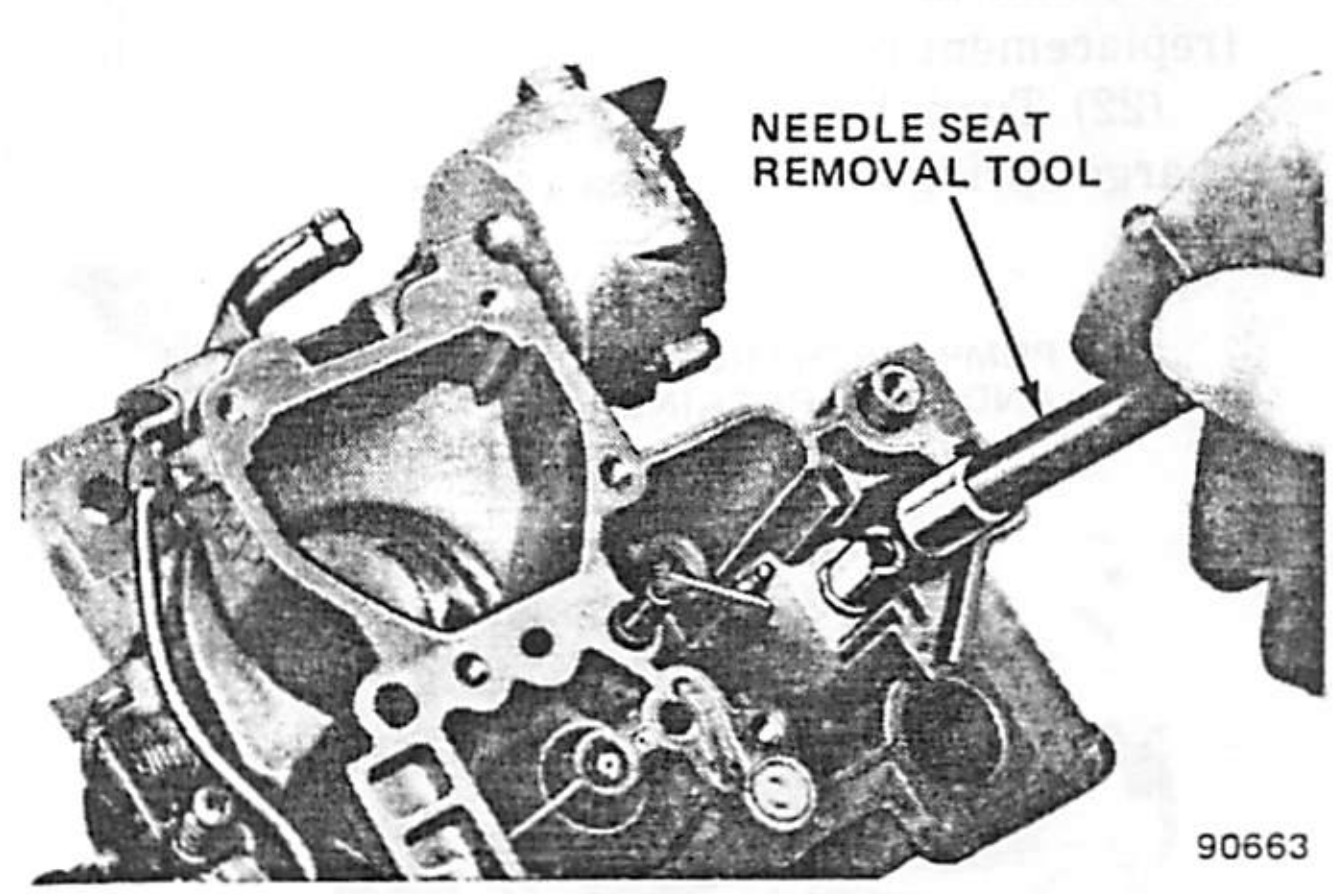

Fig. 1J-74 Carburetor Model E2SE—Inlet Needle Seat Removal
(16) Remove pump plunger from pump well.
(17) Remove pump return spring from pump well.
(18) Remove plastic filler block located over float valve.
(19) Remove float assembly and float valve by pulling up on retaining pin. Remove float valve seat and gasket with Seat Remover Tool J-22769 (fig. 1J-74).
(20) With removal Tool J-22769 or a wide-blade screwdriver that fully fits slot in top of jet, remove extended main metering jet from float bowl (fig. 1J-75).